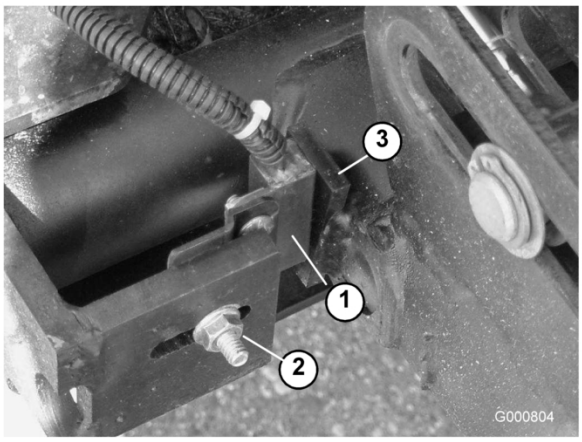

Figuur 77
- Draai de moer op de rijtuigschroef los waarmee de beugel van de schakelaar van de hefarm is bevestigd aan hefarm #4, 6 of 7 (Figuur 77). #4 zoals wordt getoond in figuur.